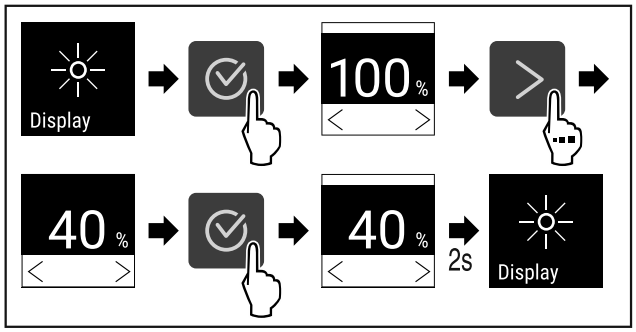

Fig. 81
▶ Ejecutar los pasos (consulte Fig. 81) .